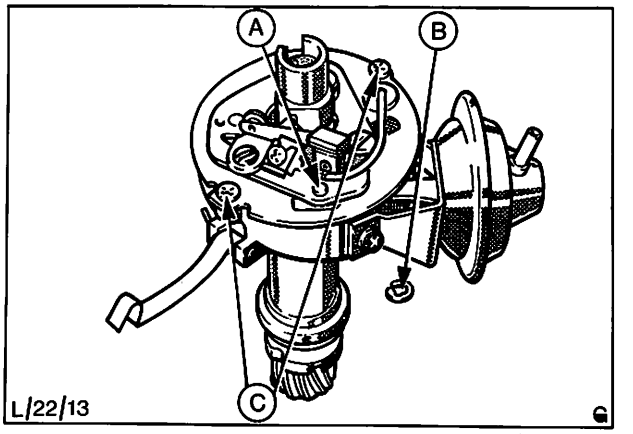

Abb. 46 A = Verbindungszapfen – Zugstange – Unterbrecherplatte
3. Sprengring vom Führungsstift – Unterbrecherplatte und Zugstange der Unterdruckdose sowie zwei Halteschrauben der Trägerplatte entfernen, Abb. 46.